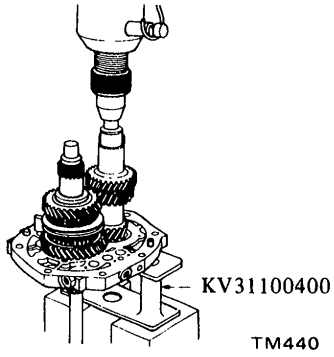

Fig. MT-36 Installing countershaft
3. Install countershaft into adapter plate by pressing it. See Figure MT-36.